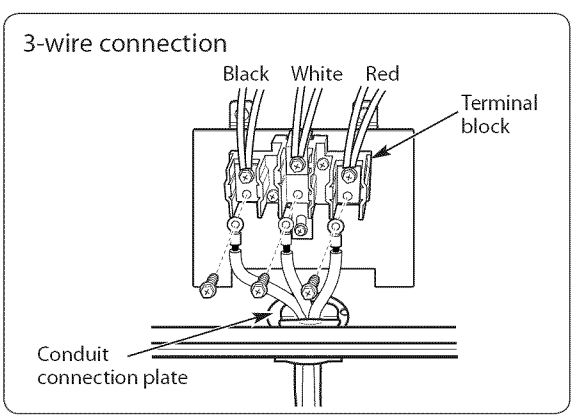

FIgURE 8
1. Remove the lower 3 screws from the terminal block and retain them. (Refer to Figure 8.)